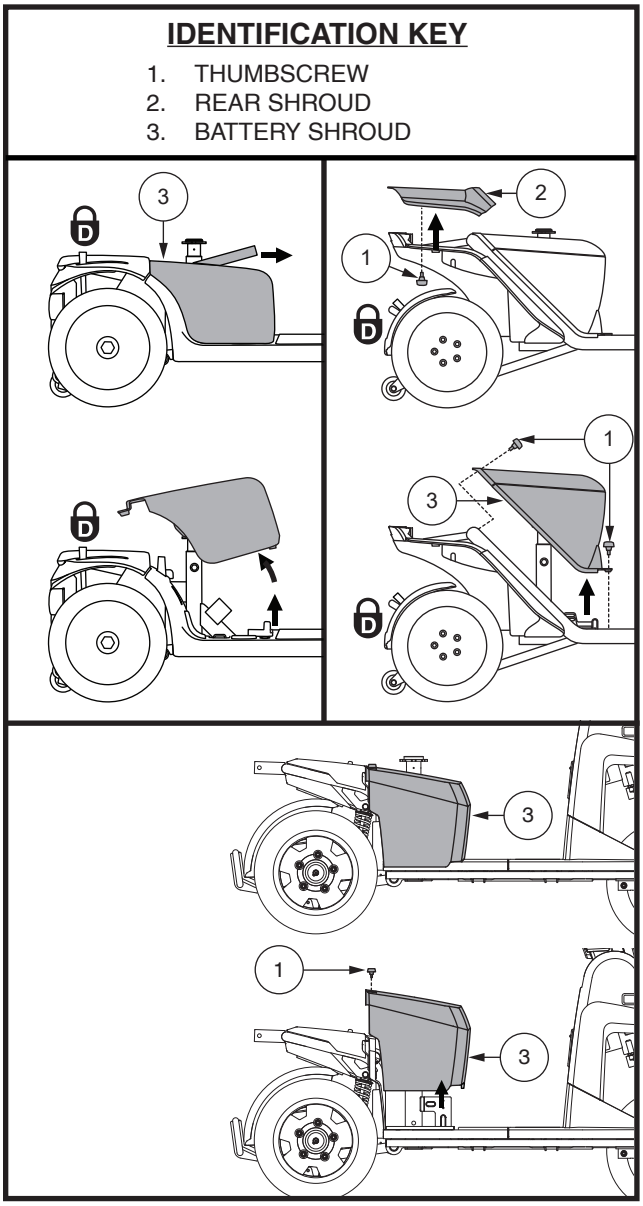

Figure 15. Battery Shroud Removal/Installation
1. Remove the seat and battery shroud. **See figure 15.**
a.) *For models 614 and 714,* remove the rear shroud by removing the two (2) thumbscrews that secure it to the scooter frame, and then lifting the shroud straight up and off of the scooter. **See figure 15.**
b.) *For models 614 and 714,* remove the battery shroud by removing the four (4) thumbscrews that secure it to the scooter frame, and then lifting the shroud straight up and off of the scooter. **See figure 15.**